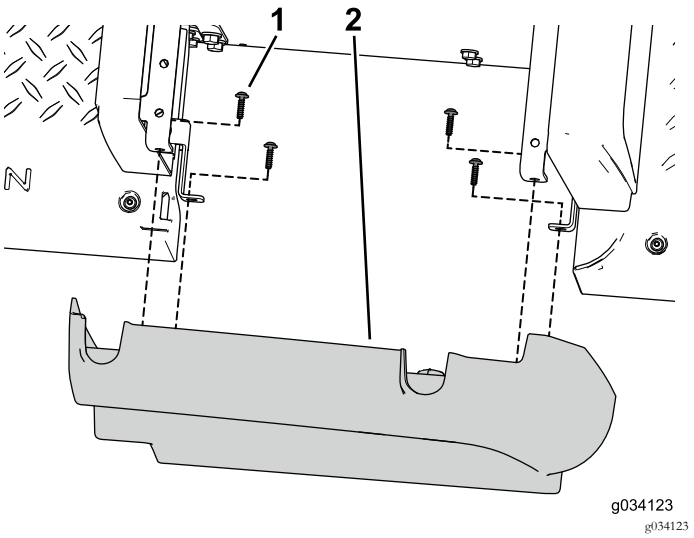

Рисунок 43
1. С помощью 8 самонарезающих винтов (3/32 x 7/8 дюйма) зафиксируйте левую и правую боковые панели из комплекта на передних панелях основания сиденья (Рисунок 43).